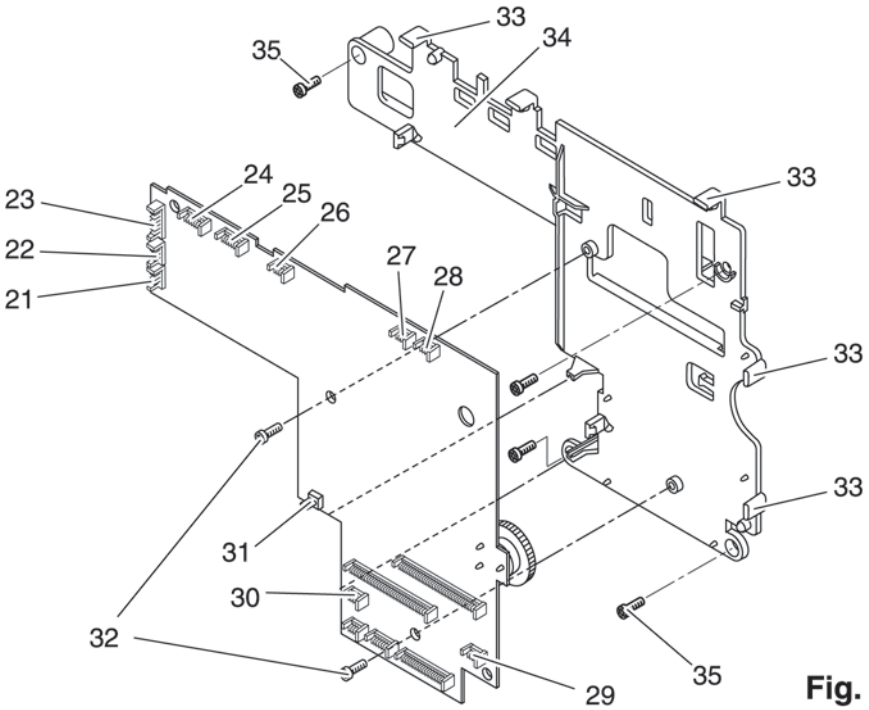

Fig. 43a
- Remove plug 30 of the flat cable from the circuit board (fig. 43a).
- Mount connection plug 30 of the flat cable on the circuit board (fig. 43a).